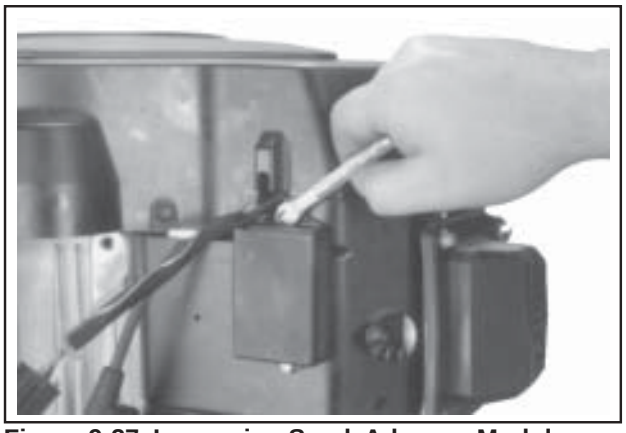

Figure 9-27. Loosening Spark Advance Module (Applicable Models).
2. The rectifier-regulator does not have to be detached from the blower housing. If the engine is equipped with SMART-SPARK™, remove the mounting screws from the spark advance module (SAM). See Figure 9-27. The module will hang loose as part of the wiring harness.